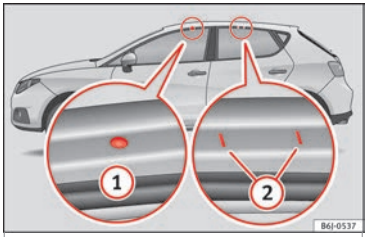

Fig. 150 Ibiza model: attachment points for the roof railings for the roof carrier system.
The front and rear attachment points (1) and (2) are only visible when the doors are open ››› Fig. 150.